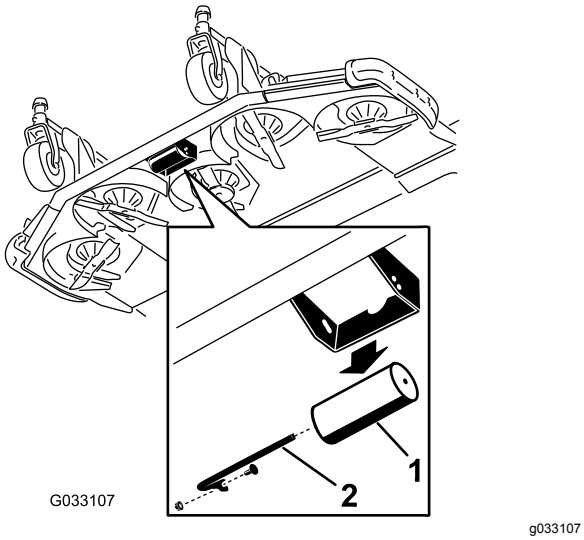

Figuur 41
1. Verwijder de rolas, schroef en moer waarmee de rol vastzit aan de maaidekbeugel (Figuur 41).